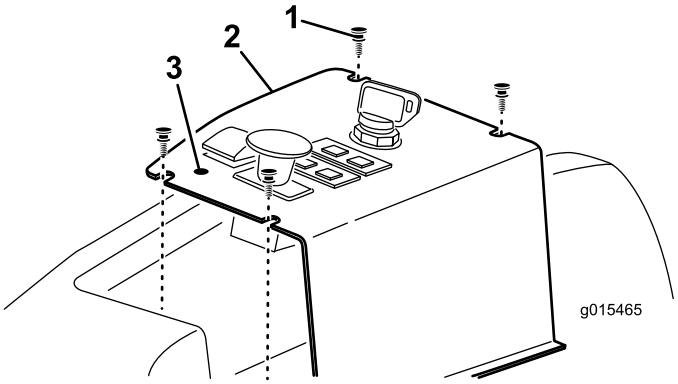

Figur 12
1. Find omhyggeligt kontrolpanelets mærkat, og gennembryd den foran LØFTEKONTAKTEN for at blotlægge monteringshullet til LØFTELÅSGREBET (Figur 12).
2. Fjern de 4 skruer, der fastgør kontrolpanelet til maskinen (Figur 12).